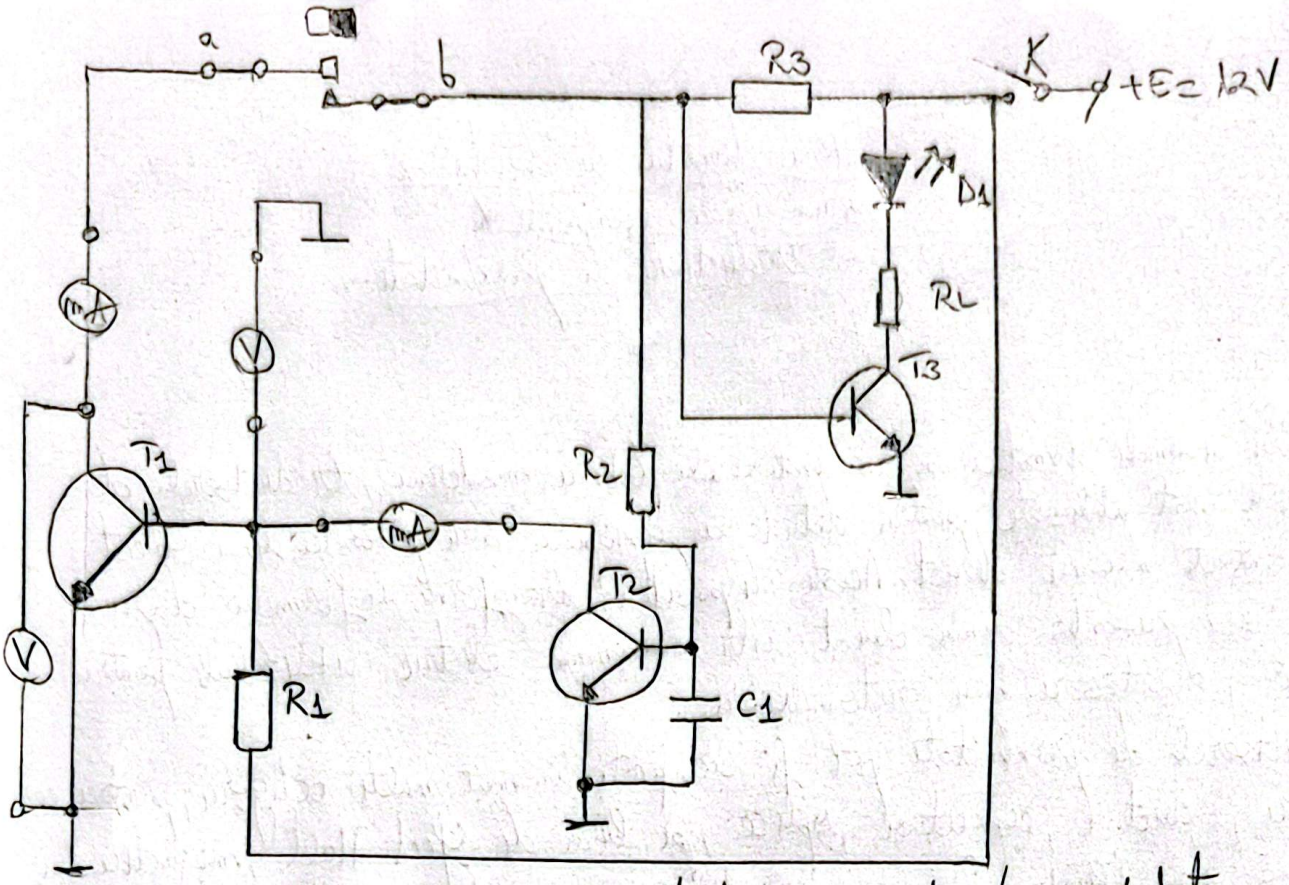

Figura 2.2 – traductor magnetic de proximitate (inițial contact relee închis)
2) Se realizează circuitul din figura 2.2. Alimentând schema la $E_a = +12V$, se vor măsura curenții de colector și tensiunile CE ale tranzistoarelor T_1, T_2.